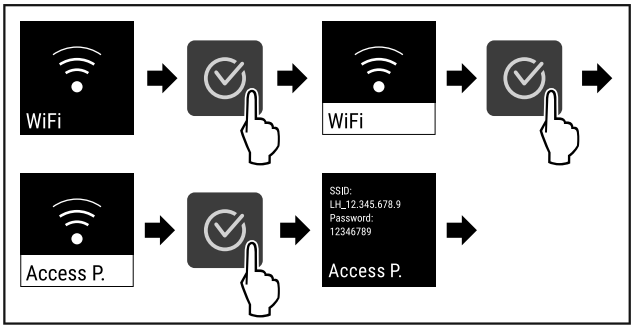

Fig. 84
▶ Ejecutar los pasos (consulte Fig. 84) .